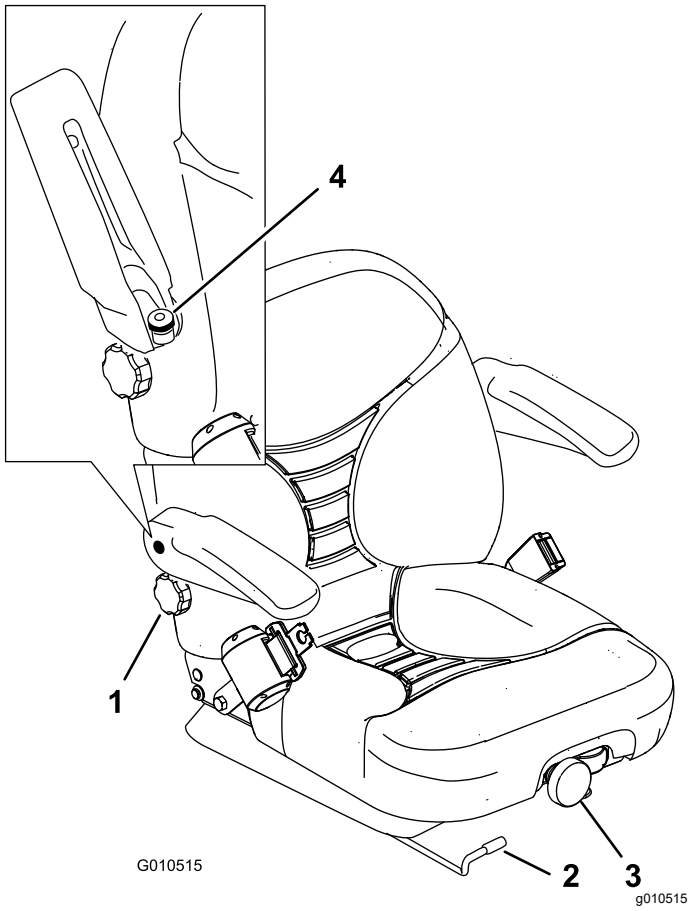

Figur 29
1. Flyt håndtaget til siden for at låse sædet op (Figur 29).
Drej på knappen foran på sædet for at opnå den mest behagelige position (Figur 29).
Drej knappen under det højre armlæn til højre eller venstre for at opnå den mest behagelige position (Figur 29).
Armlænet justeres ved at hæve det og dreje på knappen for at opnå den mest behagelige position (Figur 29).